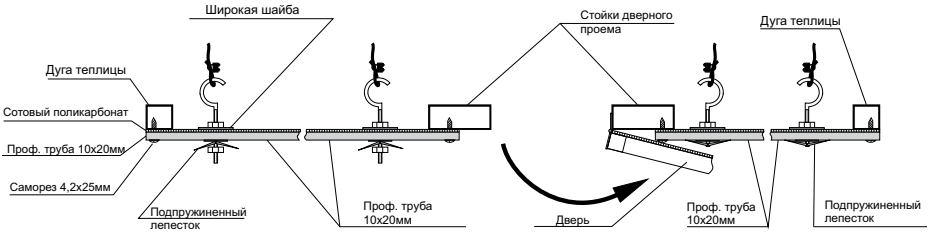

рис.2
2. В отверстиях натяжной трубы закрепить крюк резьбовой с внутренней стороны теплицы, предварительно сделав отверстие в сотовом поликарбонате (см. рис. 2).
Закрепление крюка на трубе 10х20мм с разных сторон по разному, со стороны двери подпружиненные лепестки смотрят на трубу, а с противоположной стороны – от трубы. (рис.2). В противном случае они будут мешать открываться двери.
4. Натянуть трос. С помощьюподпружиненных лепестков и гаек добиться необходимого натяжения. (Внимание, натяжения обеспечивать с помощью крюков со стороны, где нет двери (см. рис.2).